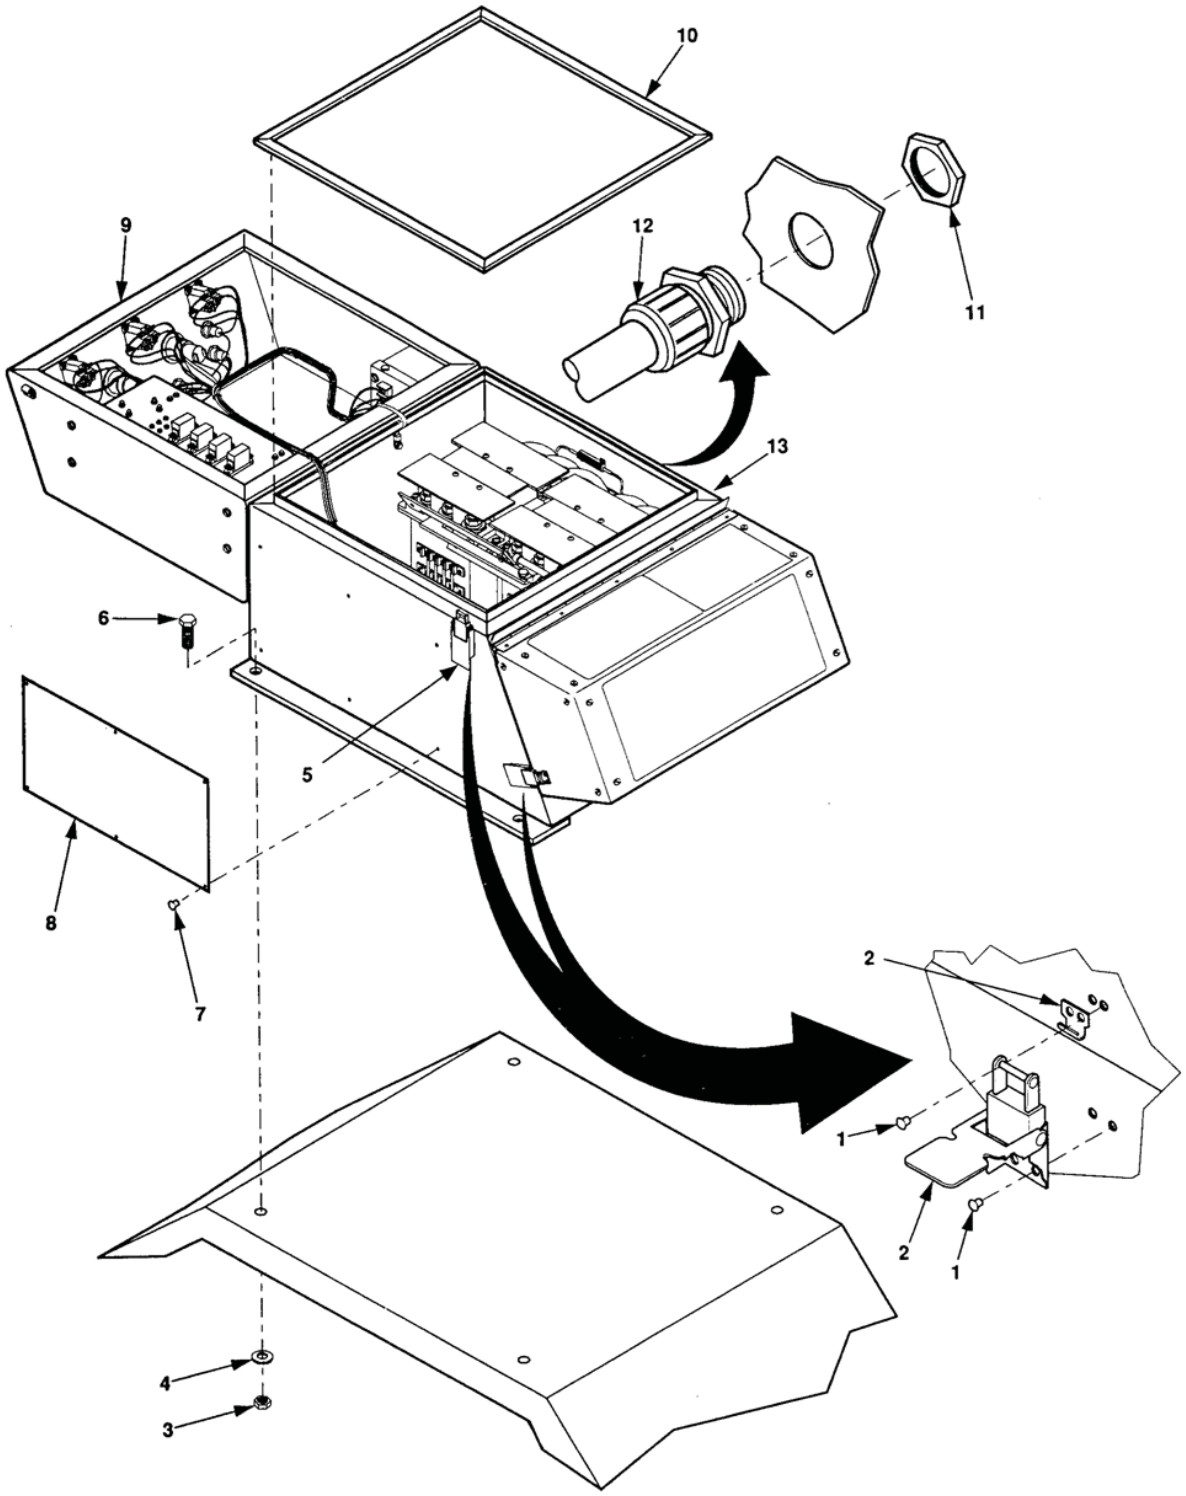

Figure 1. Switch Box Repair (Old Configuration).
6. Inspect gasket (10) on switch box. If required, replace gasket (WP 0062, Figure 1).
7. Close switch box cover (9) and secure with clamping catches (5).
a. Drill out rivets (1) and remove defective clamping catch (2).
b. Position new clamping catch (2) and secure with rivets (1).
a. Drill out rivets (7) and remove schematic diagram data plate (8).
b. Position new schematic diagram data plate (8) and secure with blind rivets (7).
a. Remove old gasket (10) from switch box and scrape surface to remove old cement.
b. Cut new gasket material and cement to switch box. Refer to WP 0062, Figure 1.
a. Unscrew locknut (11) from stuffing tube body (12) of stuffing tube and remove from switch box.
b. Insert stuffing tube body (12) through hole in switch box and secure with locknut (11).
2. Remove four self-locking nuts (Figure 1, Item 3), flat washers (4), and cap screws (6), securing switch box (13) to fender. Remove switch box (13).